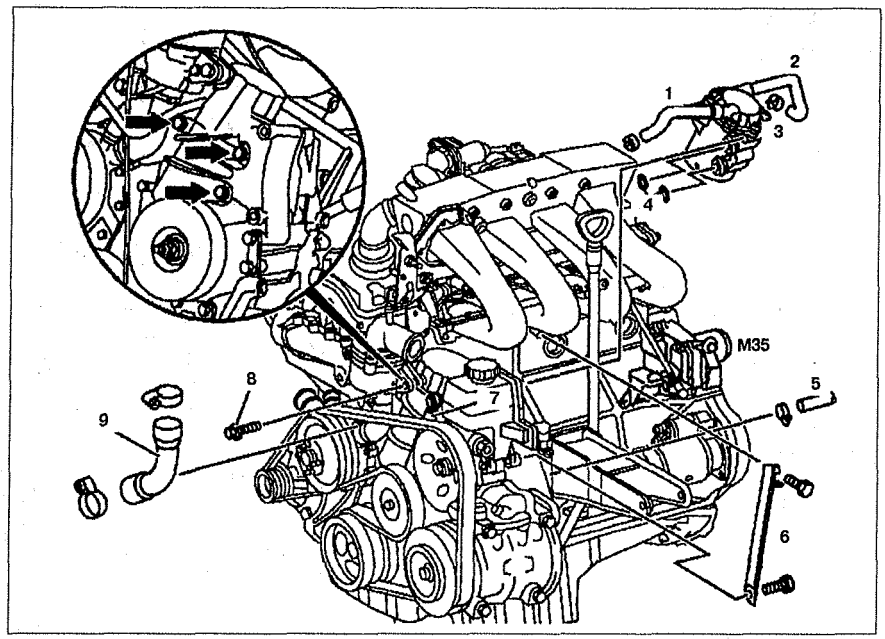

Рис. 2.105. Масляный радиатор:
3. Снимите опорную планку **6** и закрепите ее сбоку (см.рис.2.105).